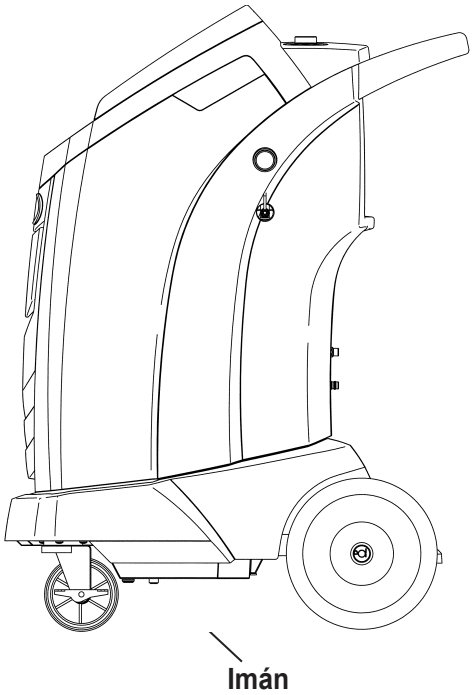

Figura 10
1. Consulte la Figura 10, y verifique que el imán en la parte inferior de la máquina esté limpio.